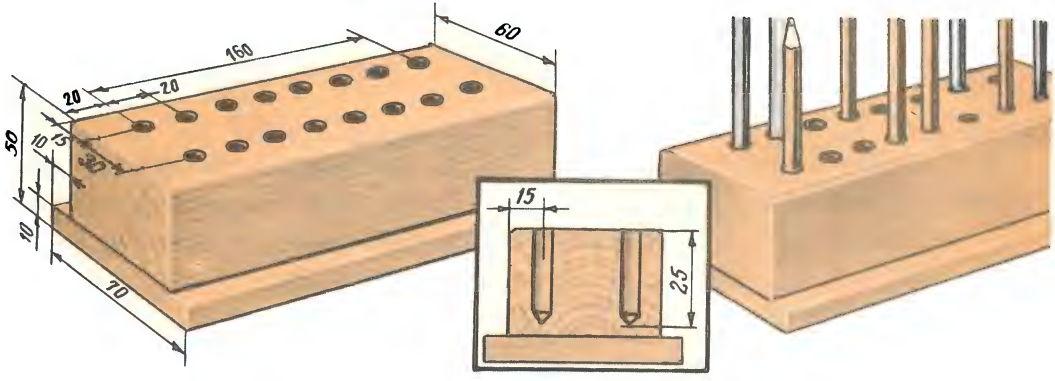

Рисунок 69. Подставка с двумя рядами отверстий.
Иногда бывает необходимо просверлить два ряда отверстий (рисунок 69). Тогда разметку проводят с помощью ли-
3. Изготовьте подставку с двумя рядами отверстий (рисунок 69). Предварительно составьте план работы.